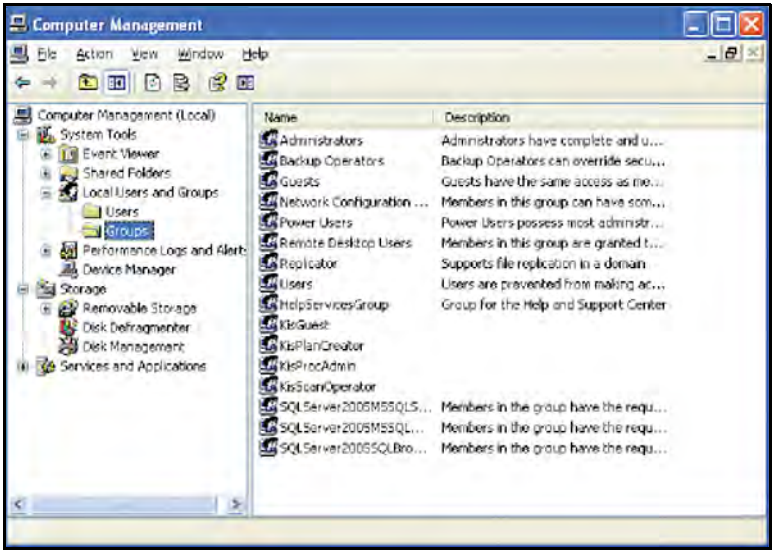

Рис. 116: Список групп
4. Затем щелкните папку Группы (Groups) (см. *Рис. 116* ниже).